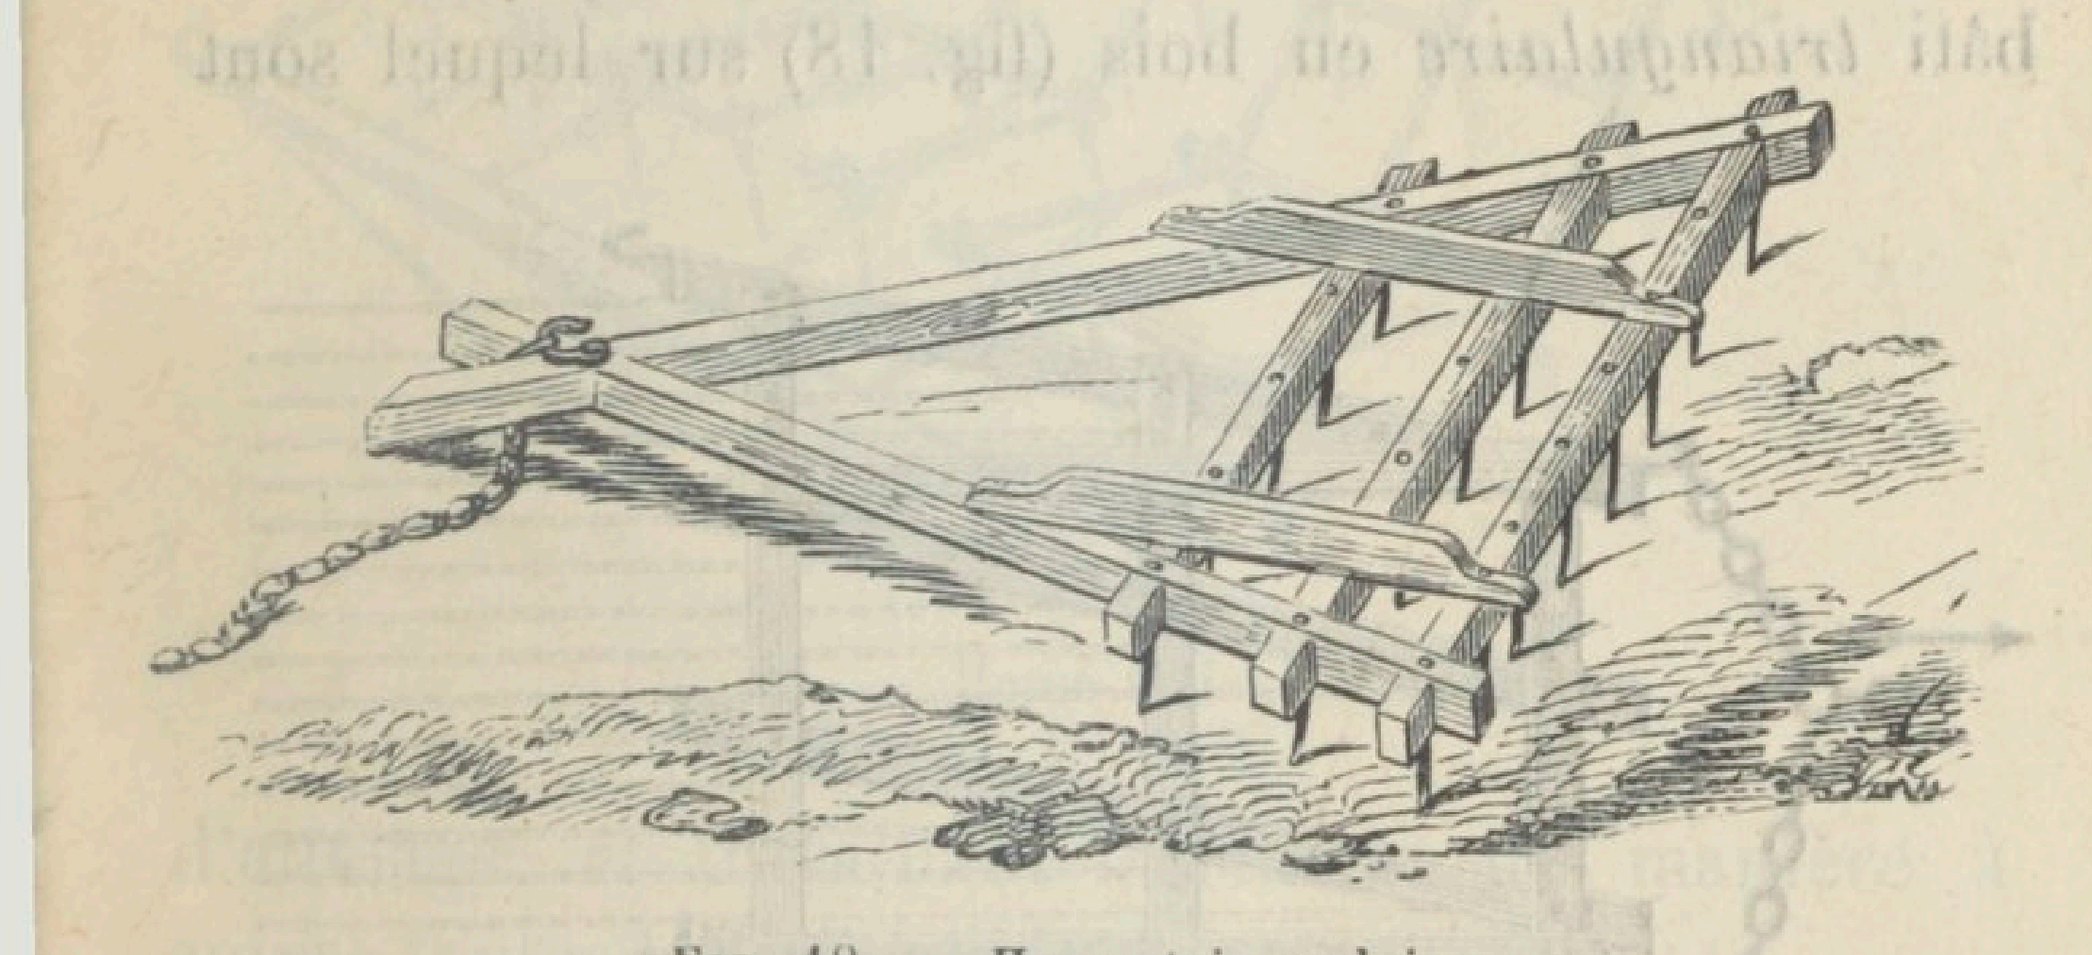

Fig. 18. — Herse triangulaire.
35. — Les anciennes herses se composent d'un bâti *triangulaire* en bois (fig. 18) sur lequel sont